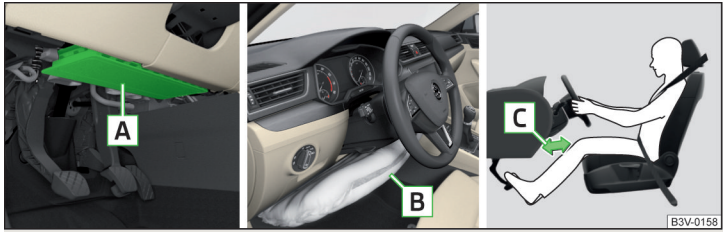

Fig. 9 **Lugar de montaje del airbag / Airbag relleno de gas / Distancia segura de las piernas hacia el tablero de instrumentos**
El airbag de rodillas para el conductor A está colocado en la parte inferior del tablero de instrumentos, bajo la columna de dirección » fig. 9.
- Ajuste el asiento del conductor longitudinalmente de forma que la distancia de las piernas C hasta el tablero de instrumentos en la zona del airbag de rodillas sea al menos de 10 cm » fig. 9. En caso de que no sea posible cumplir esta condición debido al tamaño del cuerpo, se debe acudir a un taller especializado.